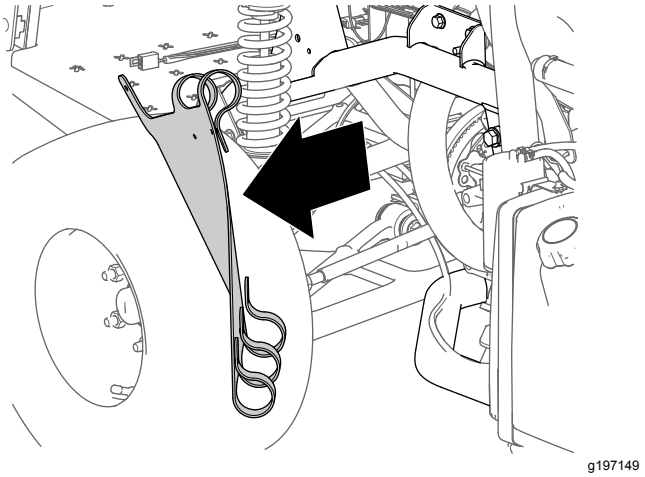

Figur 13
5. Afmonter inderskærmens afskærmning fra maskinen (Figur 13).